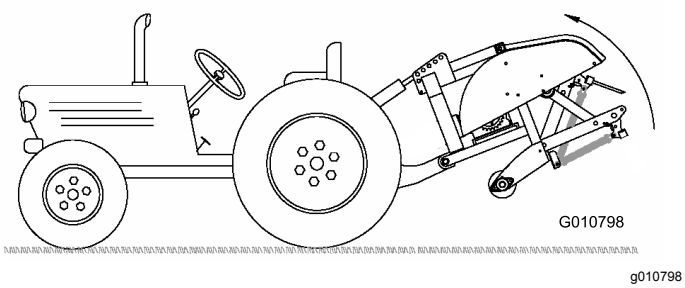

**Figuur 11**
2. Breng de beluchter volledig omhoog en trek de hydraulische bovenste schakel van de cilinder of de bovenste schakel volledig in (Figuur 11).